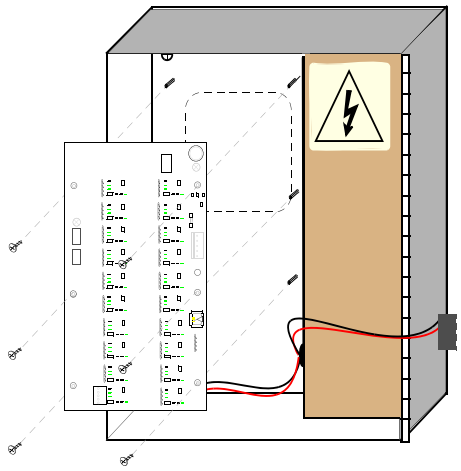

Figure 7: LCM20 Board in the LC3000 Enclosure
1. With the enclosure door open, position the LCM20 board, with component side facing out (see Figure 7).